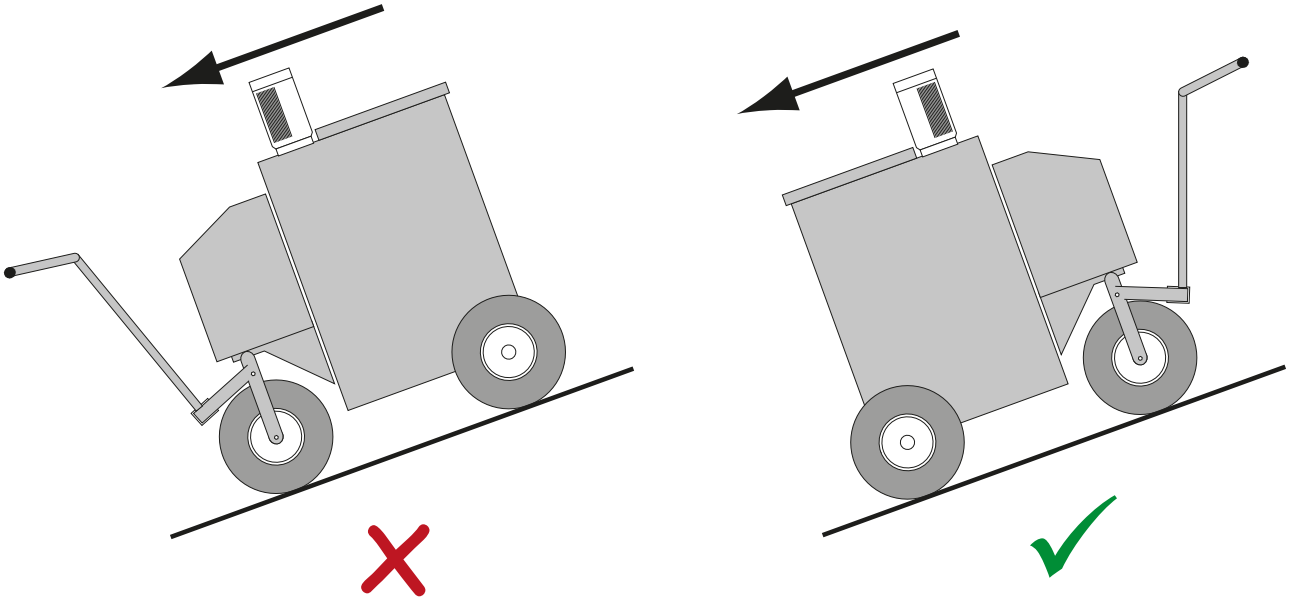

Afbeelding 1: Rijrichting aanpassen in hellend terrein
- Loop in dit geval altijd achter het apparaat (tegen de rijrichting in, zie Afbeelding 1: Rijrichting aanpassen in hellend terrein op pagina 10.